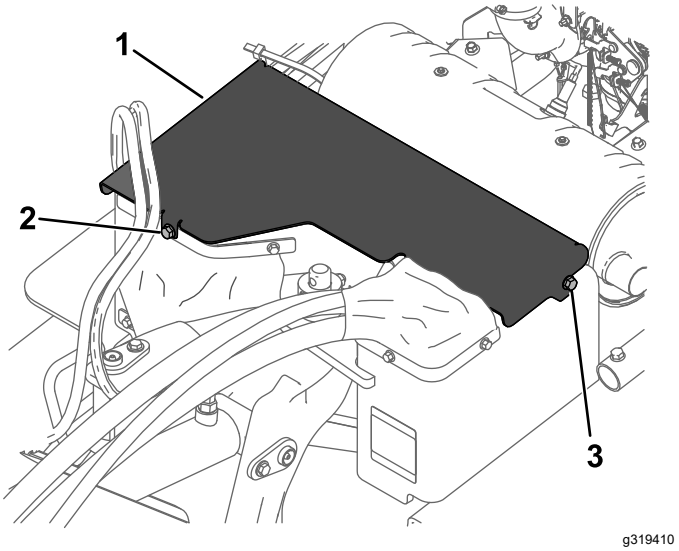

Figur 24
3. Ta bort den främre skruven och lossa sedan vänster skruv som fäster den främre kåpan vid maskinen (Figur 24).
4. Dra locket framåt något och uppåt för att ta bort det (Figur 24).
5. Montera den främre kåpan genom att skjuta den på plats och fäst med två skruvar (Figur 24).